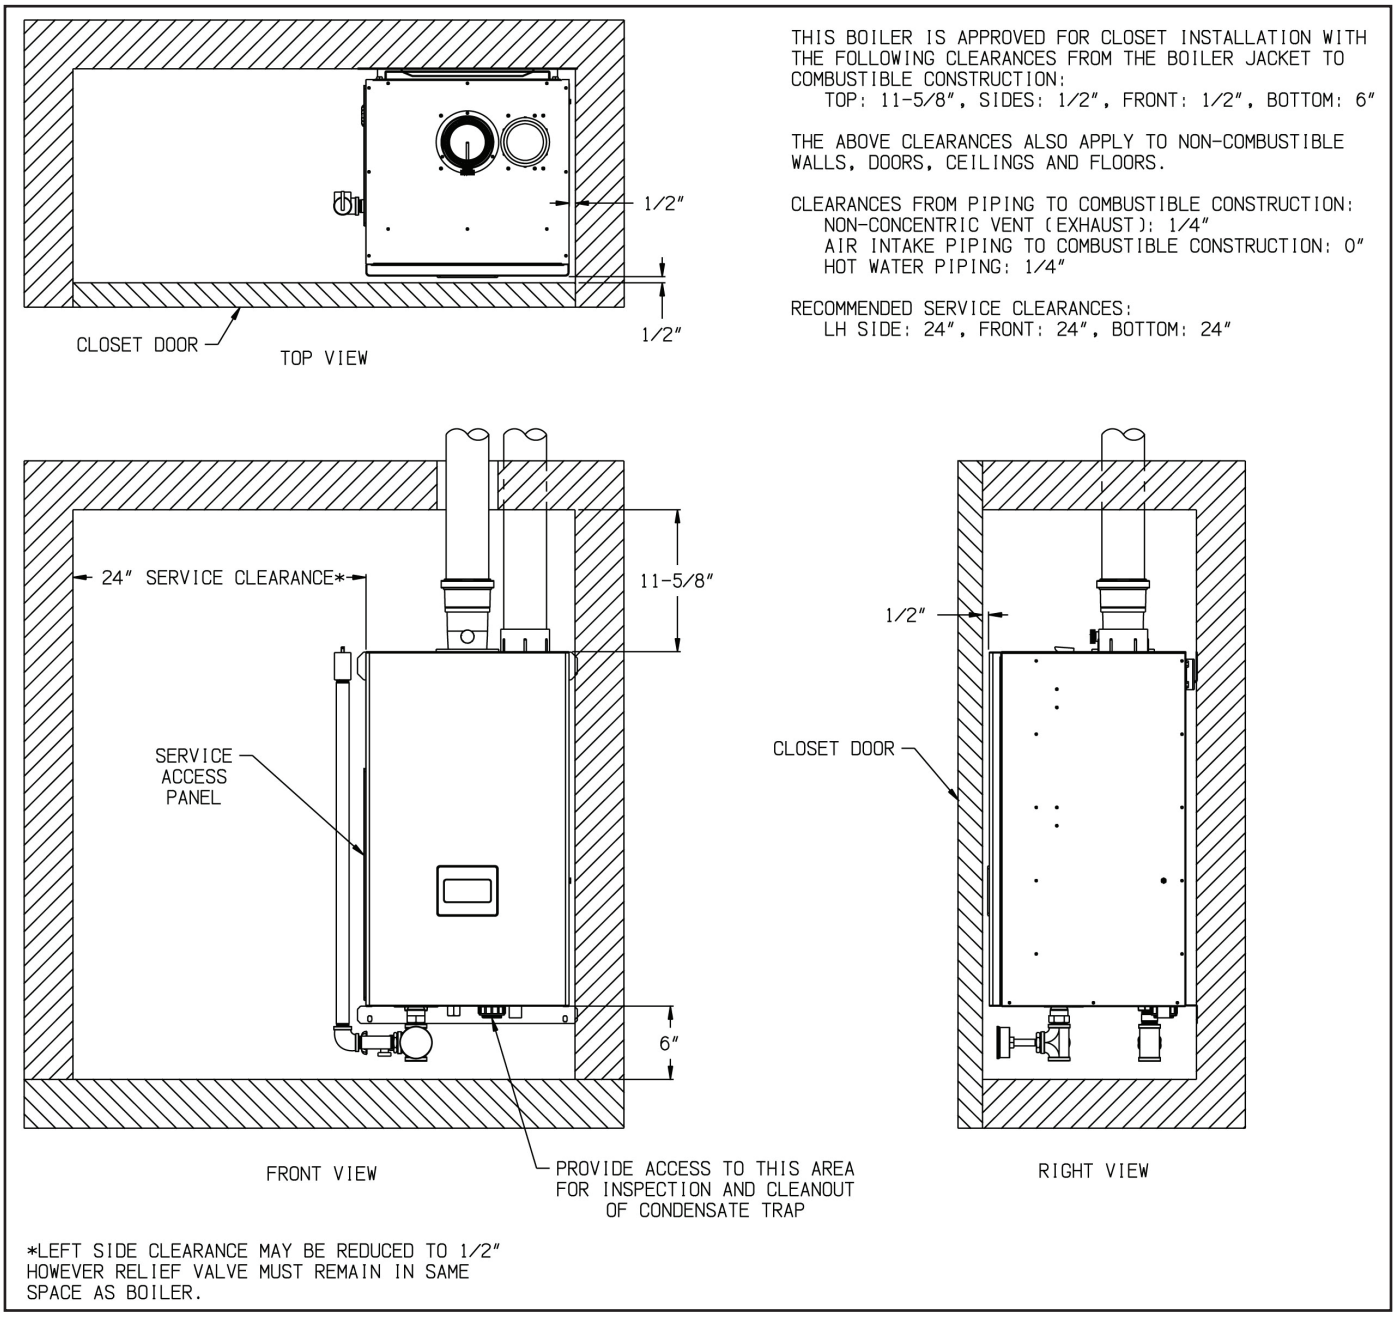

Figure 4.1: Minimum Clearances To Combustible Construction
1. Observe the minimum clearances shown in Figure 4.1. These clearances apply to combustible construction as well as non-combustible walls, floors, ceilings and doors.
2. Note the recommended service clearances in Figure 4.1. These service clearances are recommended, but may be reduced to the combustible clearances provided: